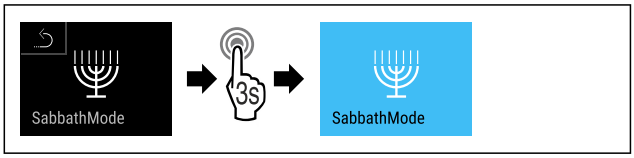

Fig. 10
▶ Suivre les étapes (voir Fig. 10) .